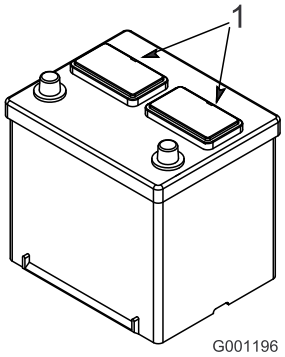

**Figur 9**
2. Rengör batteriets ovansida och ta bort luftarlocken (Figur 9).